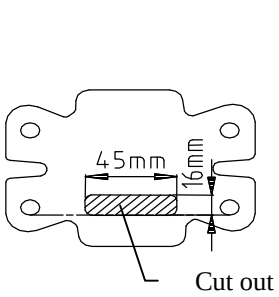
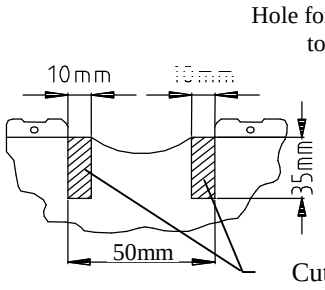

Fig.2
Fig.3
3. In rear piece make holes according to fig. 2.
4. In made holes put fish-plates with nuts (pos. 4).
5. To chassis members put main bar (pos. 1) and fix it using bolts Ml0x35mm (pos. 6) with fish-plates (pos. 4) through holes pos. A.
6. Through towbar holes (pos. B) and holes in rear part of the car fix main bar using bolts M10x35mm (pos. 6) and big circle washers (pos. 9).
7. Reassemble the bumper (early cut out his fragment – see fig. 3).